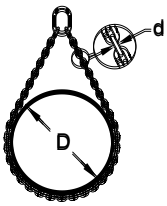

Figura 2
- Al utilizar eslingas de cadena en "U" donde la relación D/d (ver Figura 2) sea menor que 6, la carga nominal deberá reducirse según los valores de la Tabla 1. Esta reducción no elimina la necesidad de proteger las eslingas de cadena del daño producido por el contacto con bordes, esquinas o salientes. No utilice una eslinga de cadena con un índice D/d menor que 2.